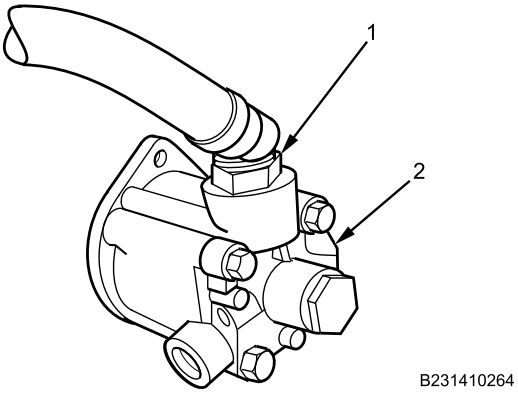

Figure 5. Power Steering Pump Inlet Hose.
1. Remove power steering pump inlet hose (Figure 5, Item 1) from power steering pump (Figure 5, Item 2).